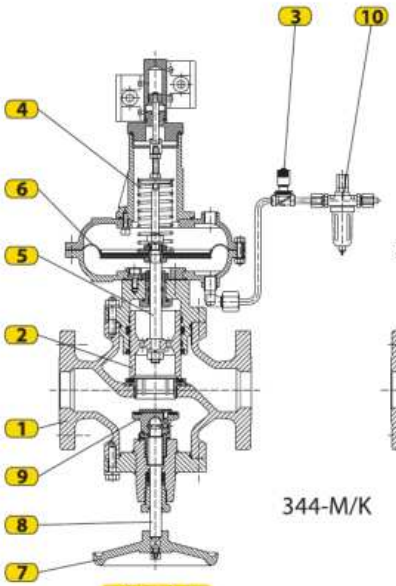

Рис. 1.1
Gas flow in body (1) is controlled by plug (2). Normally closed (Fig. 1.1), solenoid (3) de-energized, spring (4) through diaphragm and stem (5) seats plug (2). Air below diaphragm (6) opens; venting closes. Normally open (Fig. 1.2), spring (4) holds plug (2) up; air above (6) closes, venting opens. The 344-M/K has manual shut-off below: handwheel (7), spindle (8) and plug (9) close against the underside of seat (1). The 344-M without manual shut-off is